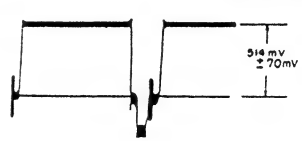

Abb. 4-23
(1) Abgleich der automatischen Blendenregelung (Abb. 4-23 bis 4-27)
Prüfung: Ein Oszilloskop an den Video-Ausgang (AV OUT) anschließen und darauf achten, daß der Wellenformpegel 514 mV ± 70 mV beträgt (Abb. 4-23).